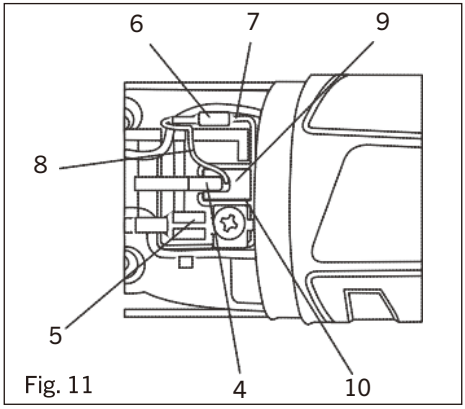

Fig. 11
5. Utilisez un petit tournevis à fente pour soulever l'extrémité du ressort hélicoïdal (4) vers le haut et placez-le sur le dessus du connecteur supérieur (5) (Fig. 11).
6. Utilisez une petite pince à bec effilé pour retirer le connecteur supérieur à fil tressé (6) de la borne à bêches (7).
7. Saisissez soigneusement le fil de brosse en cuivre tressé (8) et soulevez la brosse en carbone (9) du porte-brosse (10).
b) Assurez-vous que l'extrémité du ressort hélicoïdal est placée sur le dessus de la brosse en carbone (Fig. 11).